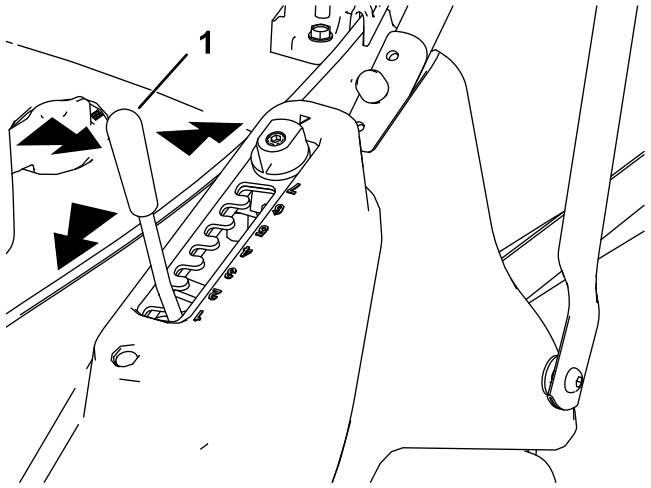

Rysunek 12
1. Chwyć za dźwignię wysokości koszenia i pociągnij ją w bok, zwalniając ją z wycięcia blokującego (Rysunek 12).
2. Pchnij dźwignię do przodu, aby obniżyć lub pociągnij ją do tyłu, aby podwyższyć wysokość koszenia (Rysunek 12).
3. Po ustawieniu w wymaganej pozycji zwolnij dźwignię i upewnij się, że wskoczy ona pewnie w 1 z 7 wycięć (Rysunek 12).